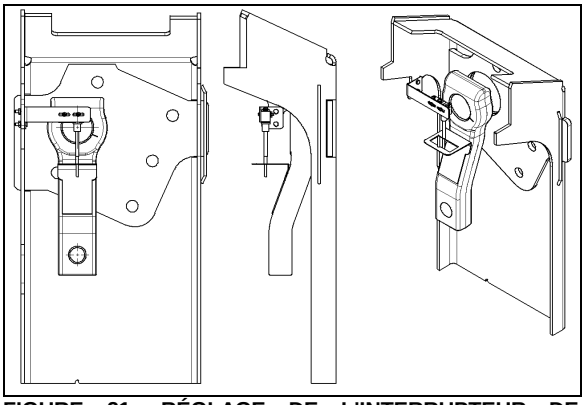

FIGURE 21: RÉGLAGE DE L'INTERRUPTEUR DE DÉLESTAGE D'ESSIEU AUXILIAIRE 14061
2. Aligner le levier de l'interrupteur sur la référence du centre de support (se reporter à la Figure 21).